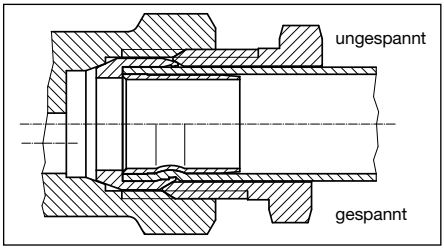

Abb. 2 Klemmringverschraubung „Ofix“
2. Wenn Sie dünnwandige oder sehr weiche Kupferrohre verwenden, führen Sie zunächst Stützhülsen (Zubehör) in die Rohrenden ein, bevor Sie die Klemmringverschraubung montieren. Mit Hilfe der Stützhülsen können diese Rohre die nötigen Klemmkräfte aufnehmen, so dass eine dichte Rohr-/Armaturenverbindung entsteht (siehe Abb. 2).